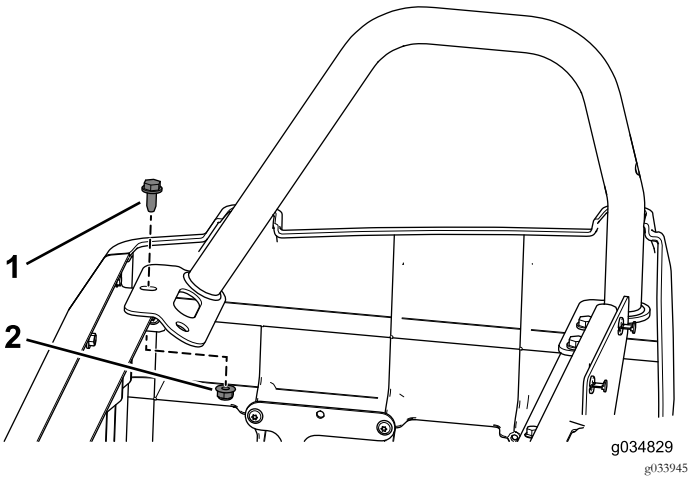

Figuur 89
11. Gebruik de flensbout (3/16 x 3/4 inch) en flensmoer die u eerder verwijderd hebt om de heupsteun rechts achteraan te bevestigen aan de stoelbasis (Figuur 89).